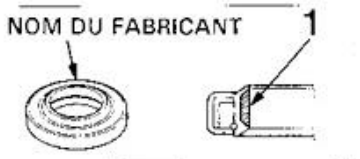

FIG. 28
- Graisser l'intérieur de sa lèvre (fig. 28, repère 1)